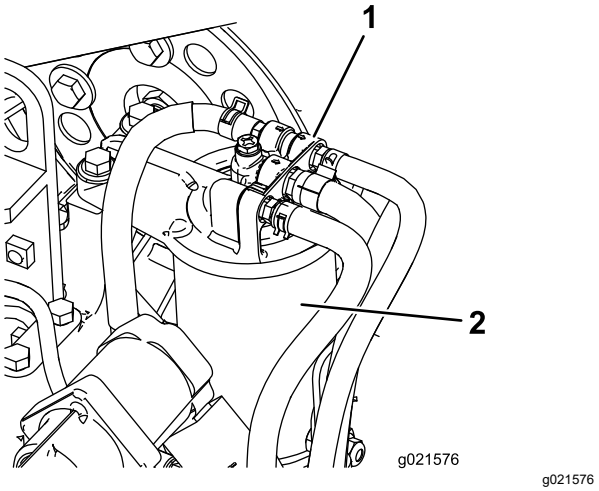

Figur 59
1. Rengjør området rundt motordrivstoff-filteret (Figur 59).
2. Fjern filteret og rengjør hodemonteringsoverflaten (Figur 59).